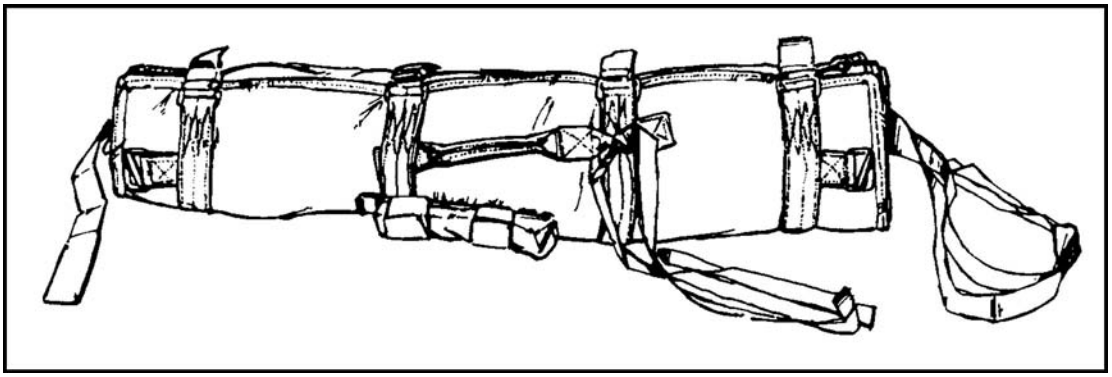

Figure 12-51. Pack closed.
(1) Rotate the unfolded portion over the rifle and weapon round snugly.
(2) Route the four side securing straps through the quick-fit adapters and tighten, then thread the end through the adapter, forming a quick-release fold. Fold the strap excess back under its corresponding quick-fit adapter (Figure 12-51).